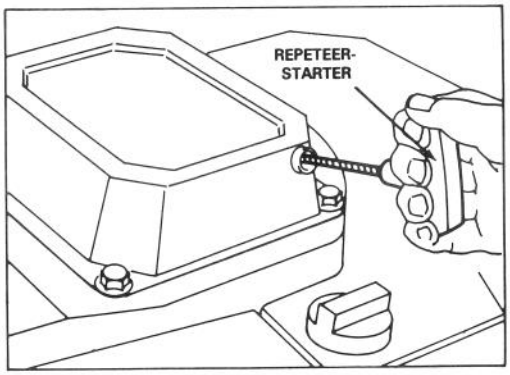

Afbeelding 9
3. VINGERTOP-STARTEN — Zet het gasmanet op CHOKE. Zoek goede steun voor uzelf en de grasmaaimachine door uw voet op de linker bovenkant van het maaihuis te plaatsen waar een voet getekend staat. Trek de vingertop-starter die bevestigd is op de motor uit (Afb. 9) en stel het gasmanet in de gewenste stand wanneer de motor start.